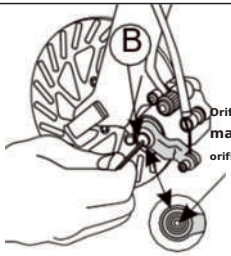

Figura 14
2. Introduceți o cheie imbus în orificiul imbus mic indicat în Figura 14.
2. Slăbiți șurubul imbus mic ilustrat în Figura 14, rotindu-l în sens invers acelor de ceasornic.